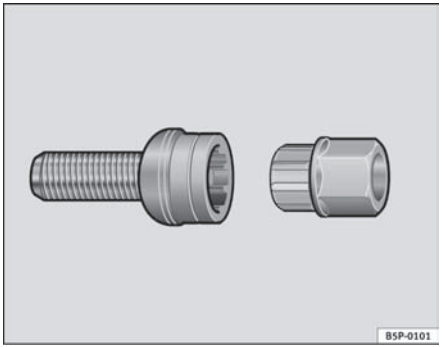

Fig. 177 Anti-theft wheel bolt
– Insert the adapter onto the wheel bolt and push it on as far as it will go ⇒ page 239, fig. 177.